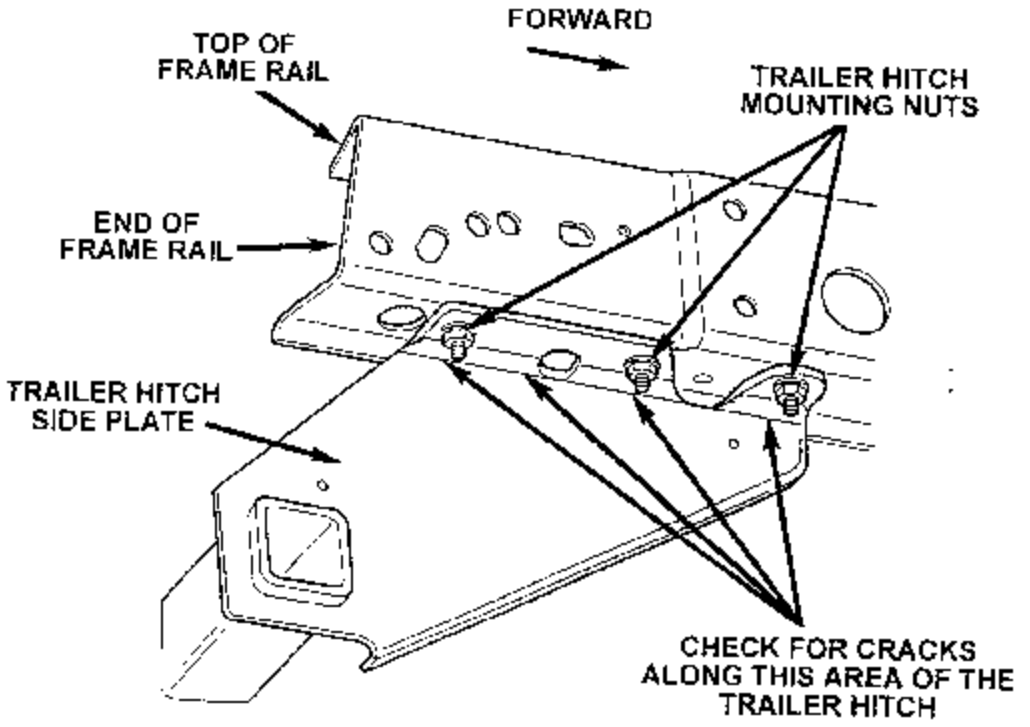

Figure 1 – Right Side of a 1999-2000 Model Year Hitch Shown
2. Clean the side plate area by the trailer hitch mounting nuts (Figure 1).
3. Inspect the right and left trailer hitch side plates for cracks as shown in Figure 1.